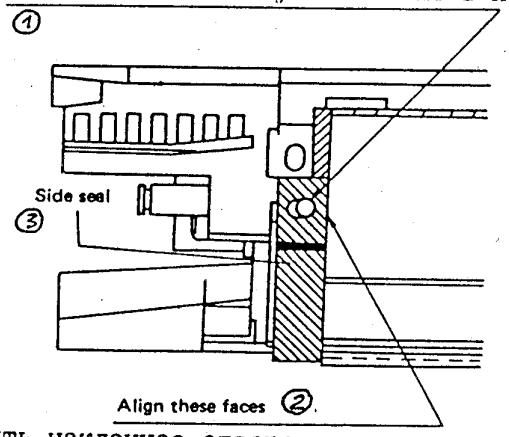

Рис. 4-62
2) Нанести боковой уплотнитель в положении, показанном на рис. 4-62.